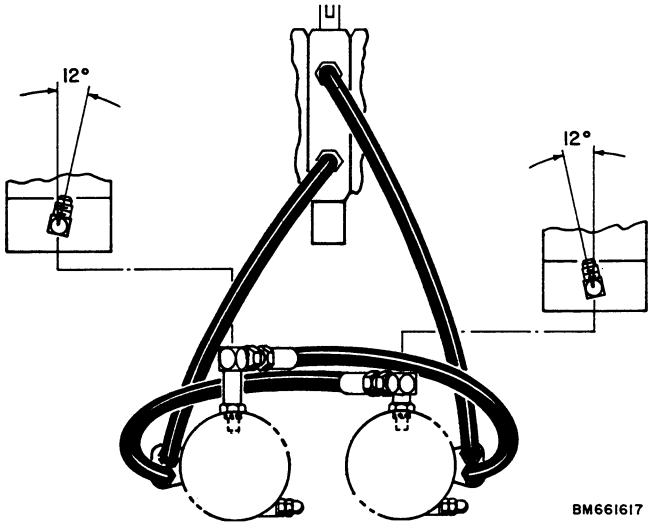

Figure 3D-110 - Installing Swing Cylinder
3. Connect the hoses as shown in Figure 3D-110.